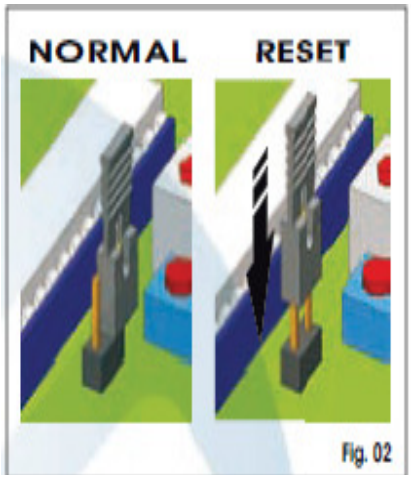

Fig. 02
5) Dacă deplasarea este de deschidere, trebuie să opriţi mişcarea sistemului automatizat efectuând o punte de scurtcircuitare între pinii de RESET cu ajutorul conectorului corespunzător (Fig. 02). Odată oprită, mişcarea repoziţionează conectorul în poziţia normală (Fig. 02).